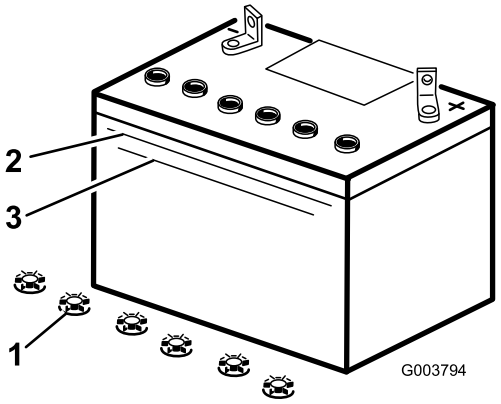

Rysunek 38
2. Spójrz na bok akumulatora. Poziom elektrolitu musi sięgać górnej granicy (Rysunek 38). Nie dopuść, by poziom elektrolitu spadł poniżej dolnej granicy (Rysunek 38).
3. Zdejmij korki wlewu z akumulatora (Rysunek 38).
4. Powoli wlewaj wodę destylowaną do poszczególnych ogniw akumulatora do czasu, aż poziom elektrolitu osiągnie górną granicę (Rysunek 38) na obudowie akumulatora.
5. Po napełnieniu ogniw akumulatora odczekaj pięć do dziesięciu minut. W razie potrzeby powoli wlewaj wodę destylowaną do czasu, aż poziom elektrolitu osiągnie górną granicę (Rysunek 38) na obudowie akumulatora.